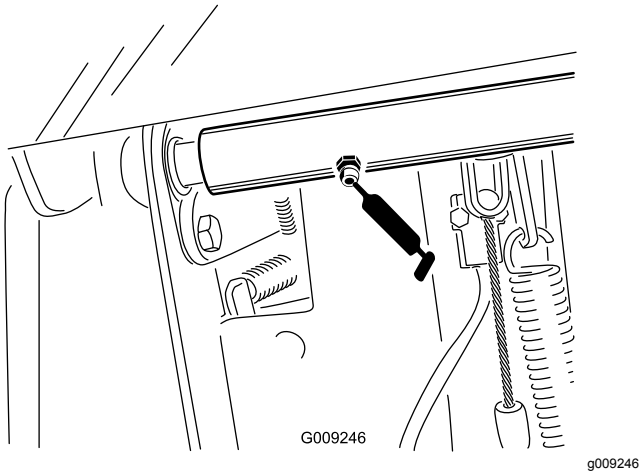

Figuur 64
- 2 lagers van draaias van rempedaal (Figuur 64)